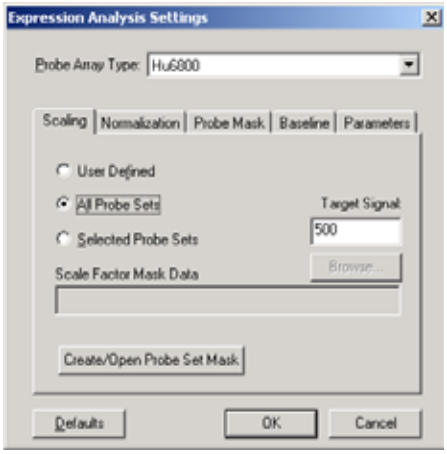

Figure E.7
1. In the Scaling tab, choose the **All Probe Sets** scaling option **(Figure E.7)**.